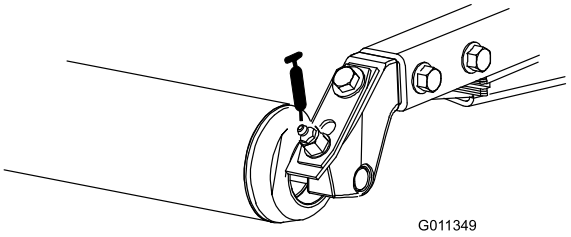

Figur 49
- Bagrullelejer (2 pr. klippeenhed) (Figur 49)